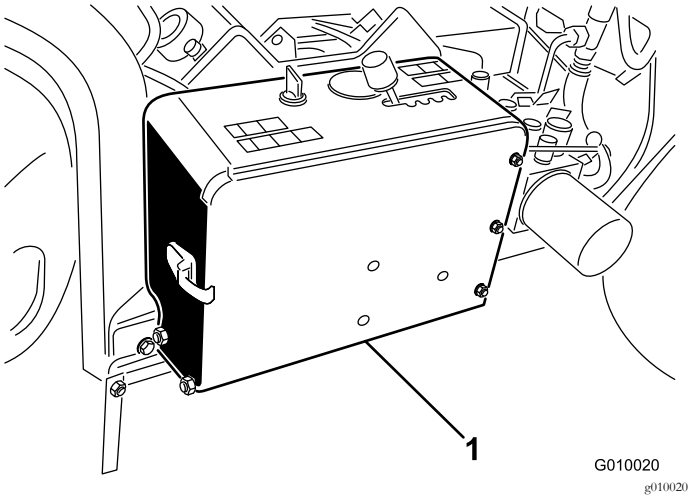

Rysunek 5
2. Wyjmij akumulator z komory akumulatora (Rysunek 5).